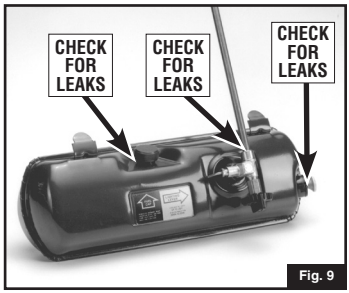

Fig. 9
■ CHECK FOR LEAKS in one or more ways. Look for fuel mist or a wet appearance of fuel on surfaces. Listen for hiss of escaping gas. Smell for fuel odor. Never use a flame. Do not use if leaking. (Fig. 9)